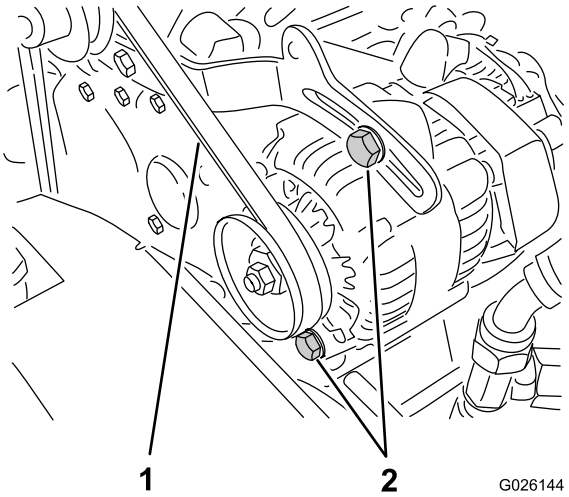

Figur 66
2. Kontroller spændingen ved at trykke ned på remmen midt mellem remskiverne på krumtapakslen og generatoren med en belastning på 10 kg (Figur 66).
A. Løsn generatorens to monteringsbolte (Figur 66).
B. Drej generatoren med en løftestang, indtil den korrekte remstramning opnås, og spænd derefter monteringsboltene (Figur 66).